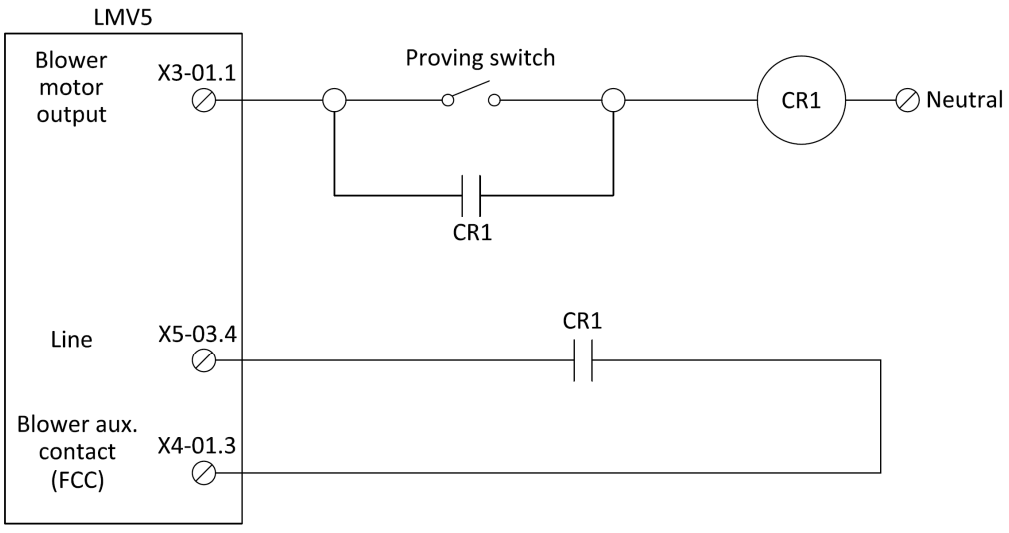

**Figure 12: LMV5 Purge Proving Wiring Diagram**
1. Wire the LMV5, proving switch, and two-pole relay as shown below in Figure 12.